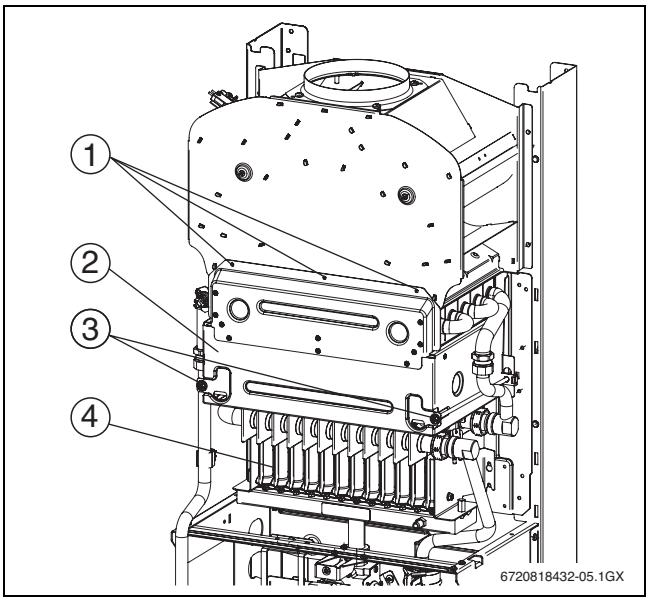

Fig. 49 Ouvrir la chambre de combustion
- ▶ Dévisser les trois vis du haut (→ fig. 49, [1]) et les deux vis du bas [3].
▶ Retirer la chambre de combustion (→ fig. 49).